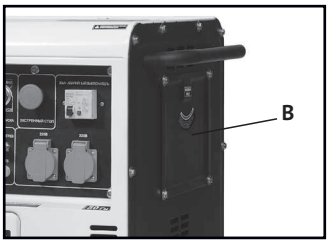

Рис. 10
- Отвинтить защитную крышку воздушного фильтра (для шумопоглощающего кожуха), рис.10, **B**.